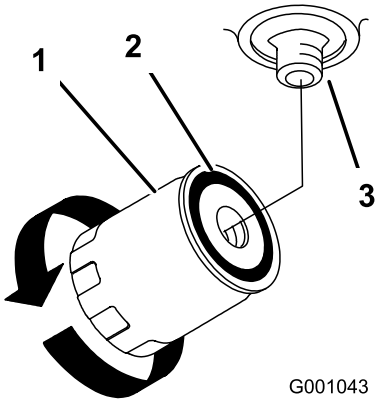

Figur 72
7. Påfør et tyndt lag på gummipakningen på det nye filter (Figur 72).
9. Fyld hydrauliktanken med hydraulikvæske, indtil væsken flyder over filteret, og drej dernæst oliefilteret med uret, indtil gummipakningen berører filteradapteren. Stram dernæst filteret yderligere 1/2 omgang (Figur 72).